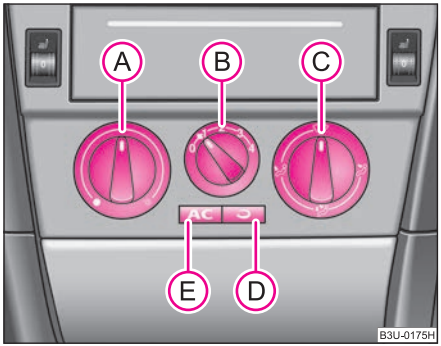
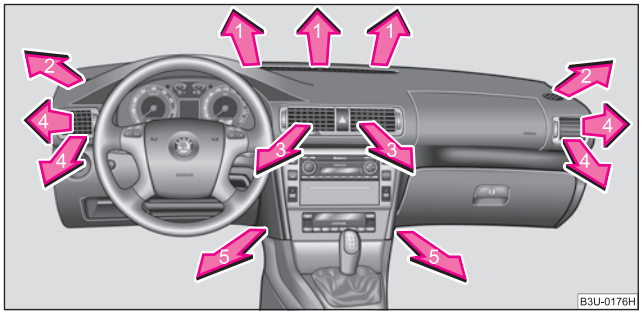
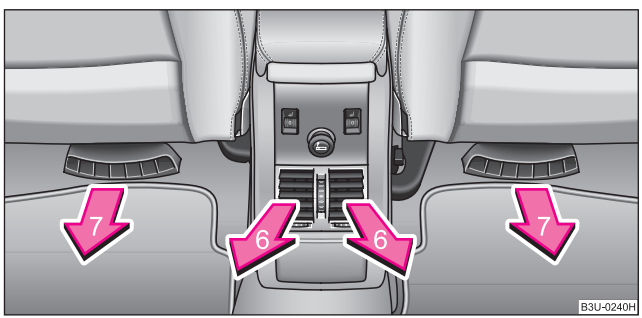

Fig. 107 The air conditioning system: Control elements
Fig. 108 Air vents at the front
Fig. 109 Air vents at the rear
The air conditioning system operates when switch AC ⇒ page 109, fig. 107 E is pressed and the following conditions are met:
– Turn the control dial (A) ⇒ fig. 107 to the right in order to increase the temperature.
– Turn the control dial (A) to the left in order to increase the temperature.
- Turn control dial (A) ⇒ page 109, fig. 107 to the right up to the stop,
- Blower switch (B) in position **4**,
- Turn the air distribution control (C) into the position ,
- Open air outlet vents **4** ⇒ page 112, fig. 108 and point towards the side window.
- Turn the control dial (A) ⇒ page 109, fig. 107 to the left up to the stop,
- Blower switch (B) in the desired position,
- Open air outlet vents **3** and **4** ⇒ page 112, fig. 108,
- Switch off the cooling by pressing button (E),
- Switch off the recirculated air mode by pressing button (D).
– Press switch ⇒ page 109, fig. 107 the switch symbol lights up.
Recirculated air mode is switched off automatically or cannot be switched on, if the air distribution control (C) ⇒ page 109, fig. 107 is in position .
You can set the air supply to the individual vents with the air distribution control Ⓒ ⇒ page 109, fig. 107. You can also set the vents **3** and **4** ⇒ fig. 108 and **6** ⇒ fig. 109 individually.
Unwarmed or cooled air will flow out of the air outlet vents according to the setting of control dial Ⓐ ⇒ page 109, fig. 107 and the atmospheric conditions.
The rear footwell vents **7** are controlled together with the vents **5**. Turn the air distribution control Ⓒ ⇒ page 109, fig. 107 into the position . ■